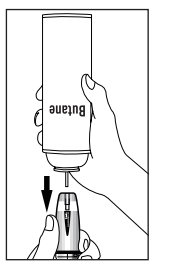

Fig.1
1. Hold butane canister upside down when filling (Fig.1)